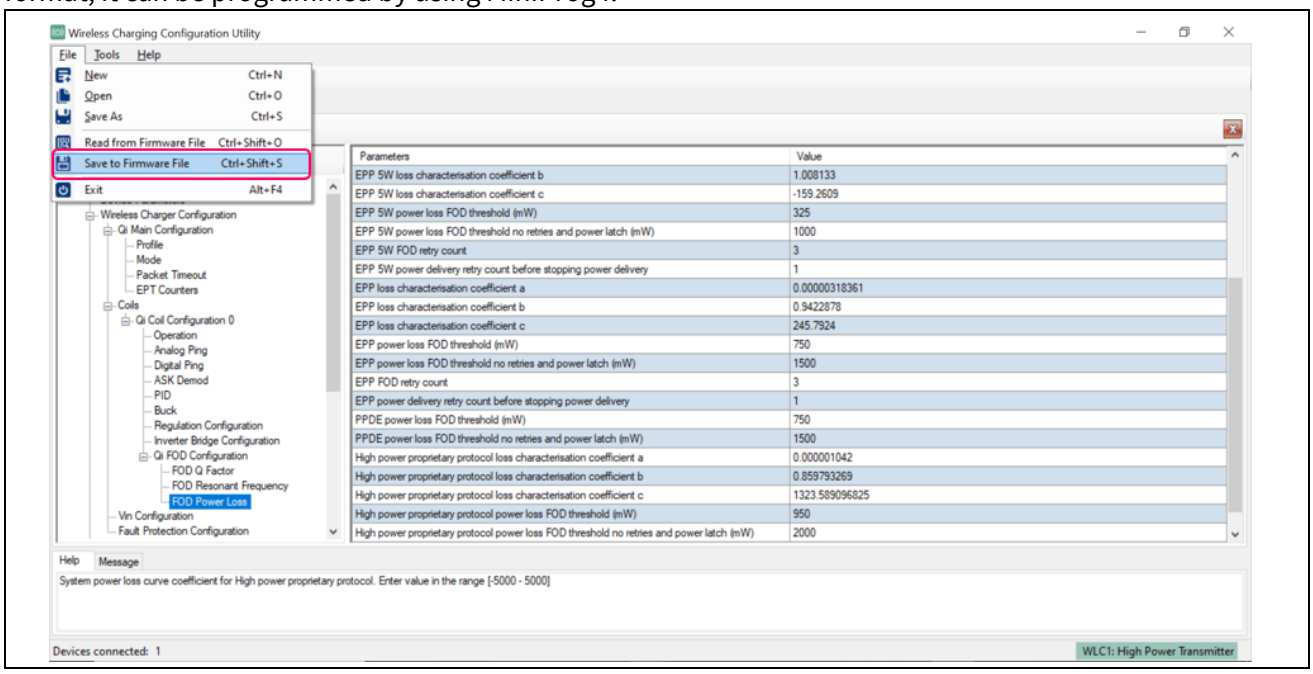

Figure 36 Saving the firmware with new calibration coefficients
15. Go to the “File” tab and select the “Save to firmware file” option (refer to **Figure 36**).